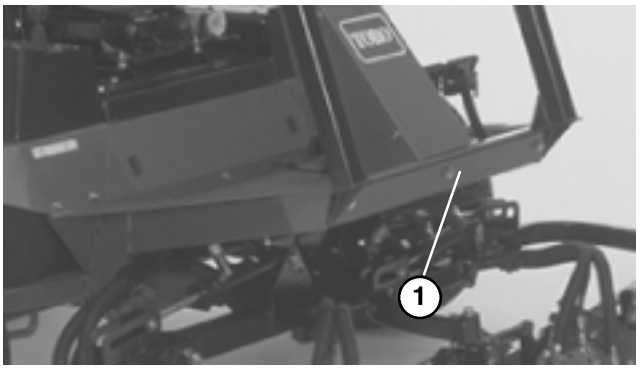

Figure 16
3. Secure front of roll bar to frame with (3) 1/2–13 x 1–1/4" lg. capscrews, 1/2" flatwashers, 1/2" lockwashers and 1/2–13 locknuts (Fig. 16). Tighten all fasteners securely.